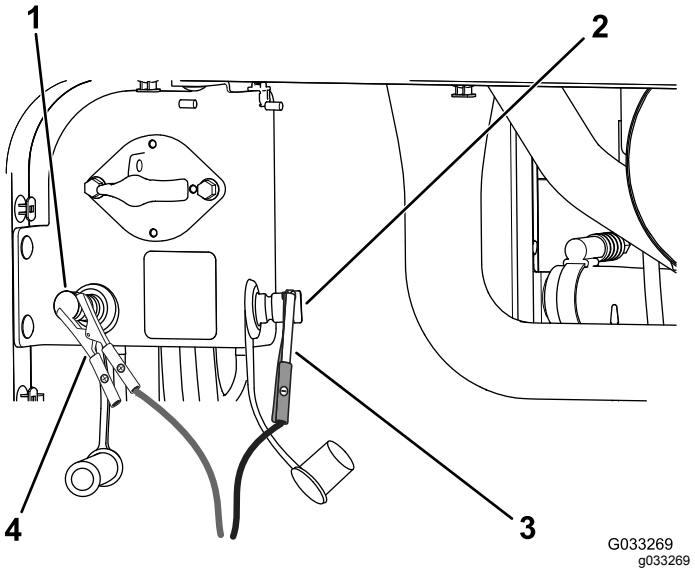

Figur 116
4. Tilslut det positive (+) startkabel til den positive startpol (Figur 116).
5. Slut det negative (-) startkabel til den negative startpol (Figur 116).
7. Når motoren starter, skal du bede den anden person om at frakoble det negative (-) startkabel fra den negative startpol og derefter frakoble det positive (+) startkabel (Figur 116).